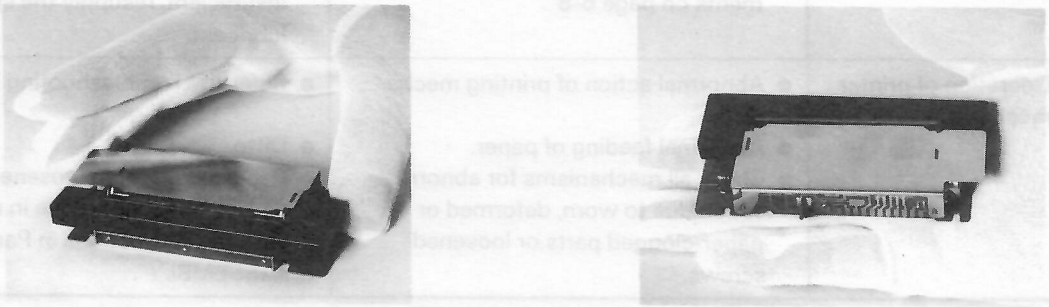

Fig. 6-8 Handling of Printer as a Separate Unit
1) When carrying the printer as a separate unit, be careful not to hold by the FPC (flexible printed cable), the patterns on the circuit board, the ribbon cassette nor the gears (see Fig. 6-8).